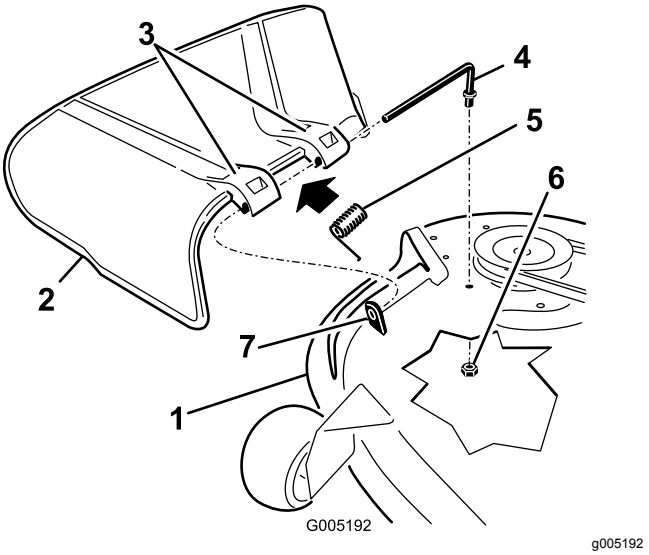

Figur 67
1. Fjern mutteren (⅜ tomme) fra stangen under klippeenheten (Figur 67).
2. Skyv stangen ut fra den korte utstikkeren, fjæren og gressavlederen (Figur 67).
4. Skifte gressavlederen (Figur 67).
7. Skyv stangen gjennom den andre gressavlederbraketten (Figur 67).
9. Fest den bakre enden av stangen til klippeenheten med en mutter (⅜ tomme) som vist i (Figur 67).